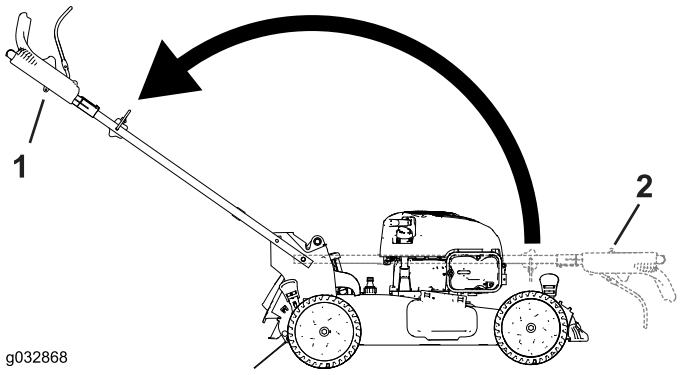

Figur 5
3. Fold håndtaget ud til betjeningspositionen ved at dreje det bagud (Figur 5).